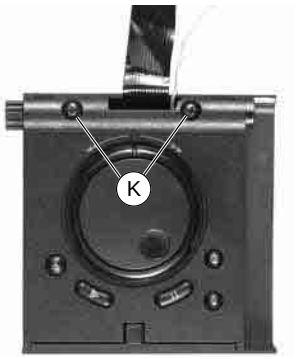

Fig. 8
2.1.2 Bedieneinheit II (in der Frontklappe – Fig. 8) ausbauen
– Schrauben (K) herausdrehen (Fig. 8).
2.1.2 Removing the Keyboard Unit II (at the Front Flap – Fig. 8)
– Undo the screws (K) (Fig. 8).